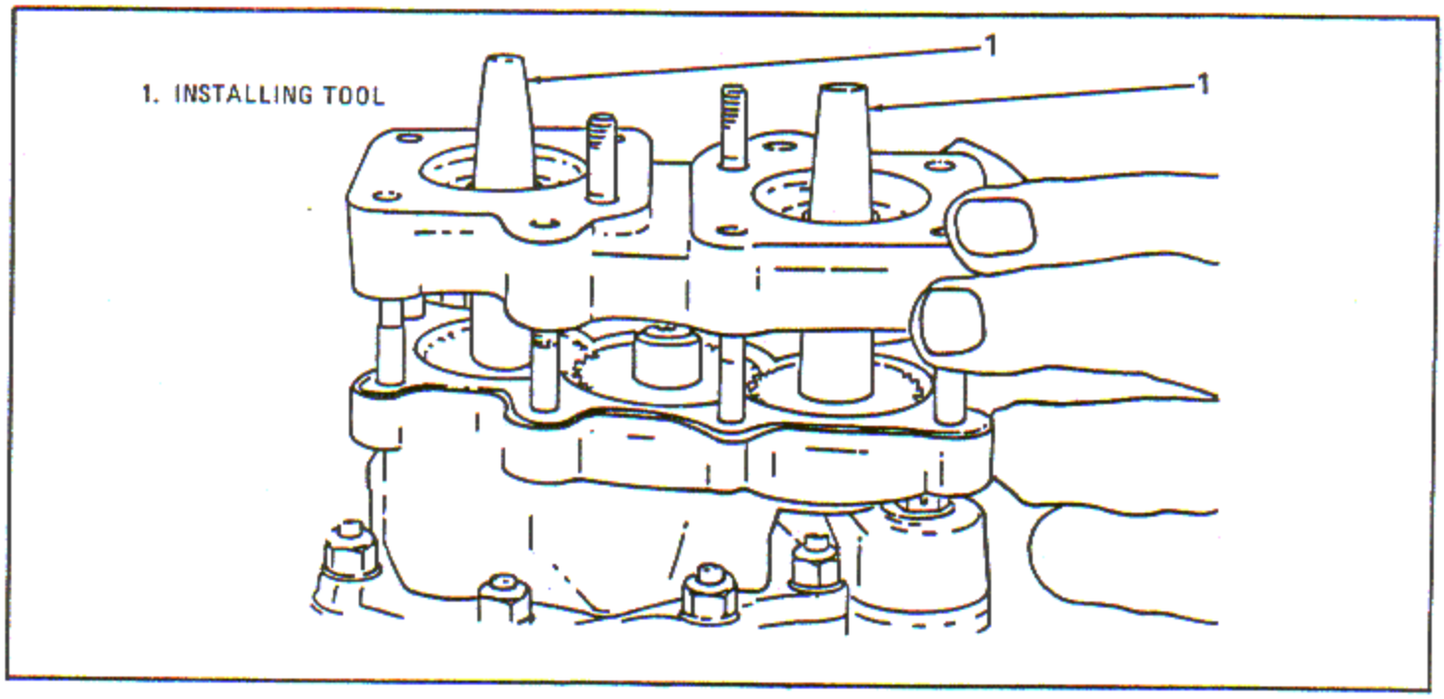

Figure 7-60. Installing Tachometer Drive Shaft Gear Housing Cover
d. Place a gasket on the tachometer drive housing. Insert installing tool (1, figure 7-60), in each of the tachometer drive gears to guide the oil seals over the shafts. Install the tachometer drive shaft gear housing cover. Attach the cover with two washers and nuts. Torque to 80 - 85 inch-pounds.